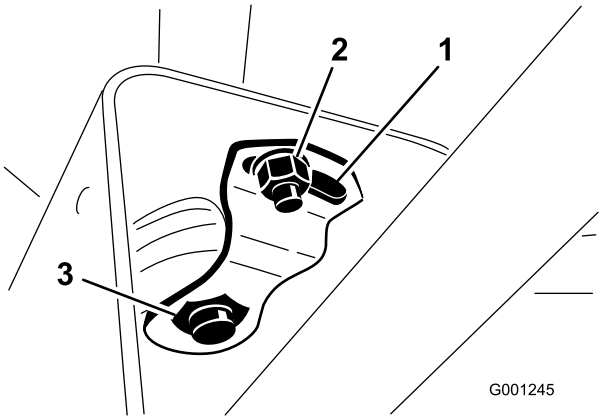

**Figur 69**
2. Skub kappen op ad ratakslen for at blotlægge drejebeslaget (Figur 69).
3. Løsn den lille møtrik, og drej drejebeslaget, indtil det spænder den store møtrik nedenunder (Figur 69).